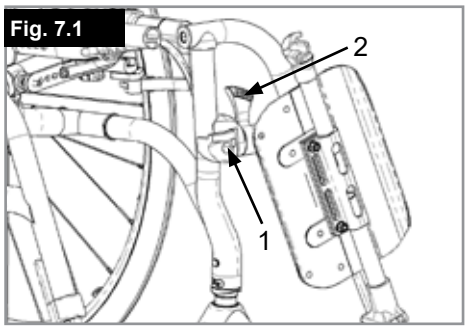

Fig. 7.1
Wanneer de voetsteunen worden gemonteerd, worden ze naar buiten geklapt gemonteerd (Fig. 7.1). Draai ze vervolgens gewoon naar binnen, totdat de vergrendeling in werking treedt (1). Om de voetsteunen te verwijderen, gebruikt u de hendel (2) en draait u de voetsteunen naar buiten en tilt u ze op. Controleer of de voetsteun correct is gemonteerd.